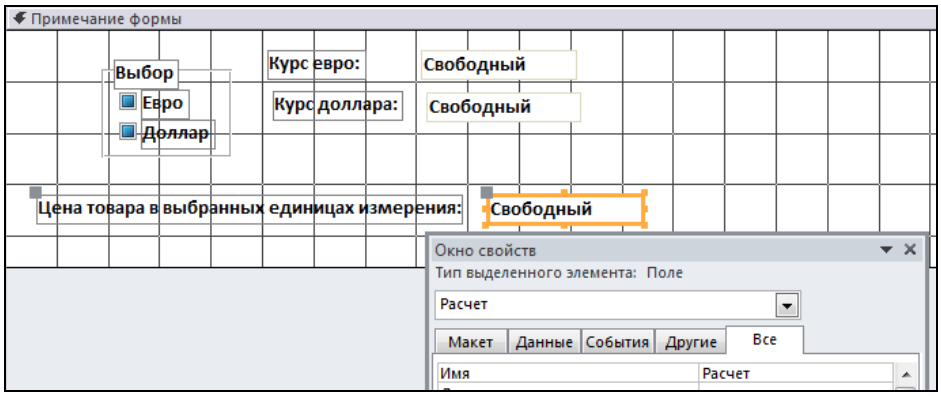

Рис. 3.50. Добавление имен полей: *а – Евро; б – Доллар; в – Расчет*
12. Поочередно выделяется каждое поле *Свободный* и при помощи *Страницы свойств* ему присваивается имя *Евро*, *Доллар* и *Расчет* (рис. 3.50).